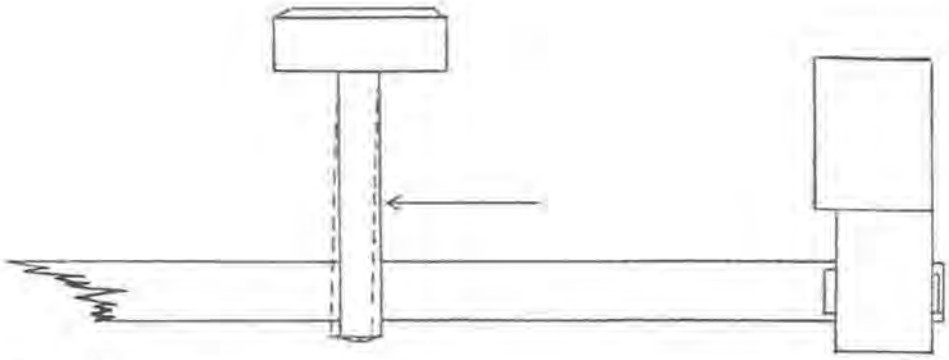

Figure 2
2. Shift both regulator pins away from the stud. (See Figure 2.)